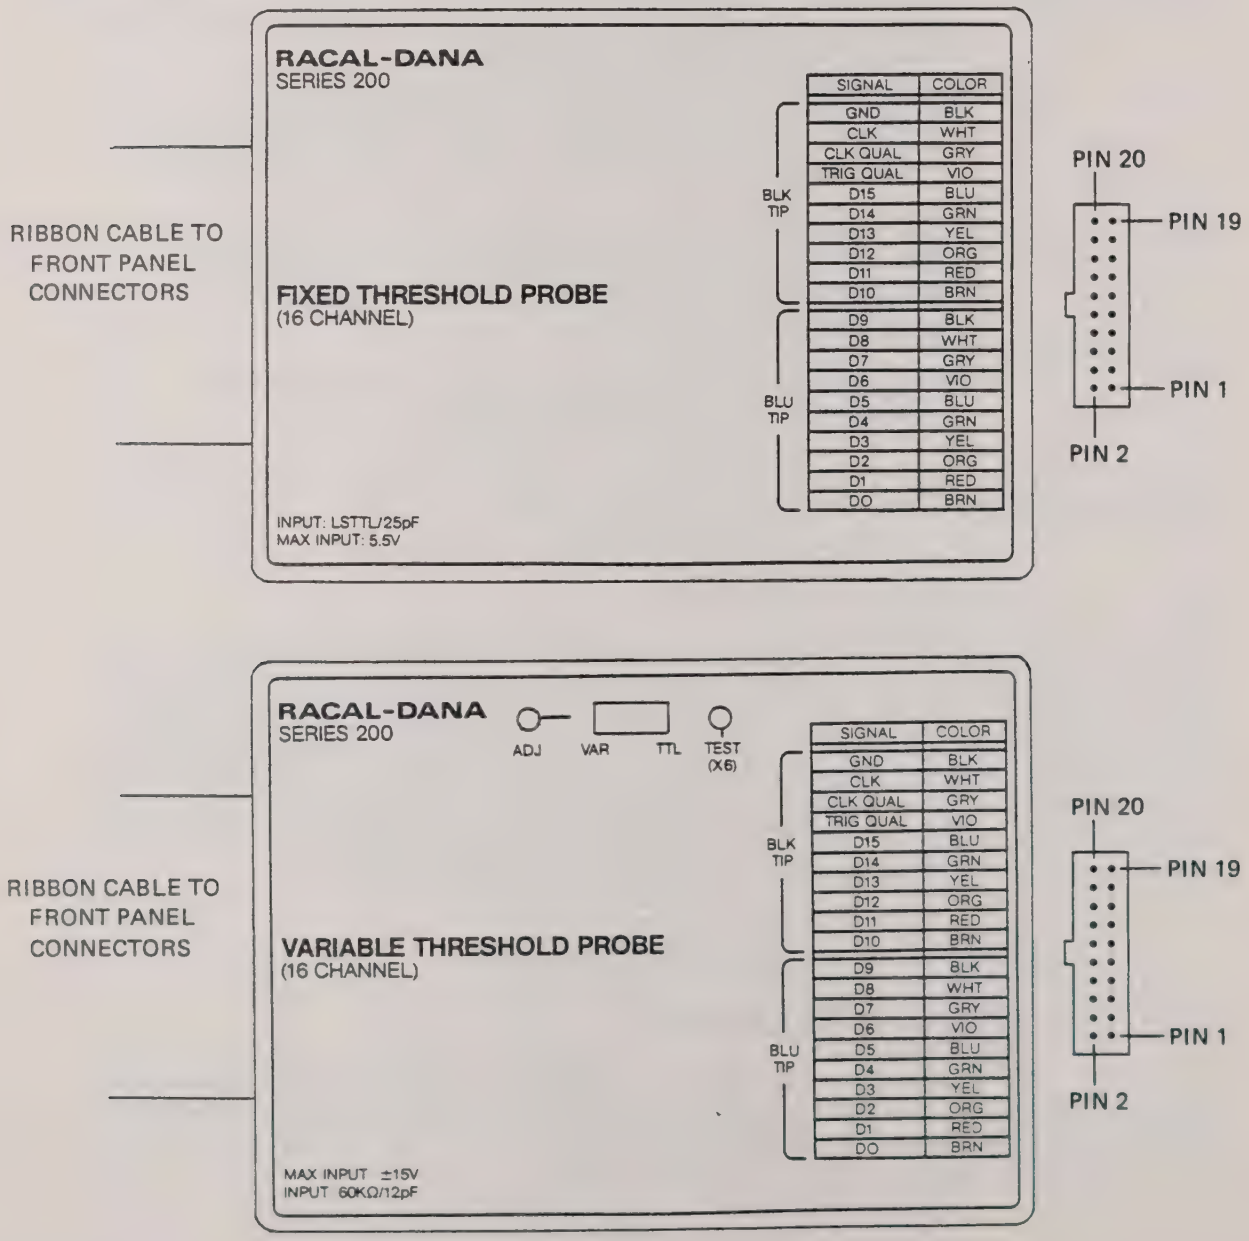

Figure 2.4 - Front Panel Probes and Connectors
2.7.1.1 Figure 2.4 shows the signal line designators and color-codes for the 20-lead ends found on the pod housing of the fixed (a) and variable (b) threshold probes. Both the fixed and variable probes incorporate 16 data lines as well as a clock, clock and trigger qualifier, and ground lines.